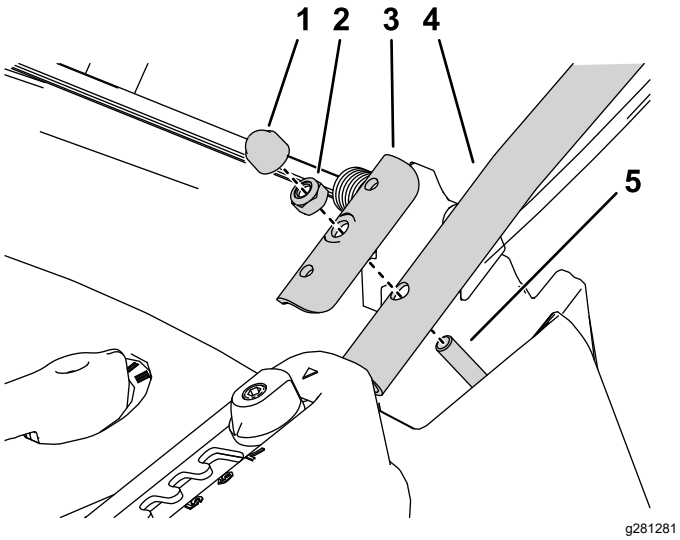

**Rysunek 3**
2. Zamontuj obie dolne części uchwytu po każdej ze stron kosiarki u góry podwozia tnącego, używając płyty dociskowej i sześciokątnej nakrętki zabezpieczającej odkręconej w poprzednim kroku (Rysunek 3).